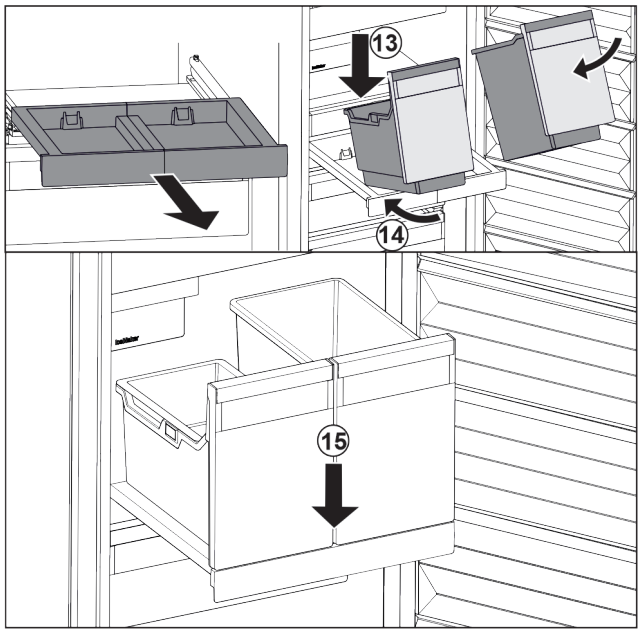

Fig. 175
▶ Placer les bacs sur le compartiment coulissant en les inclinant. *Fig. 175 (13)*
▶ Pousser les bacs jusqu'au fond en les inclinant. *Fig. 175 (14)*
▶ Déposer les bacs par l'avant. *Fig. 175 (15)*